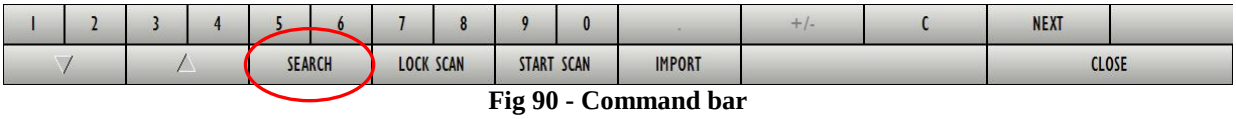

Fig 90 - Command bar
- click the **Search** button on the command bar (Fig 90).